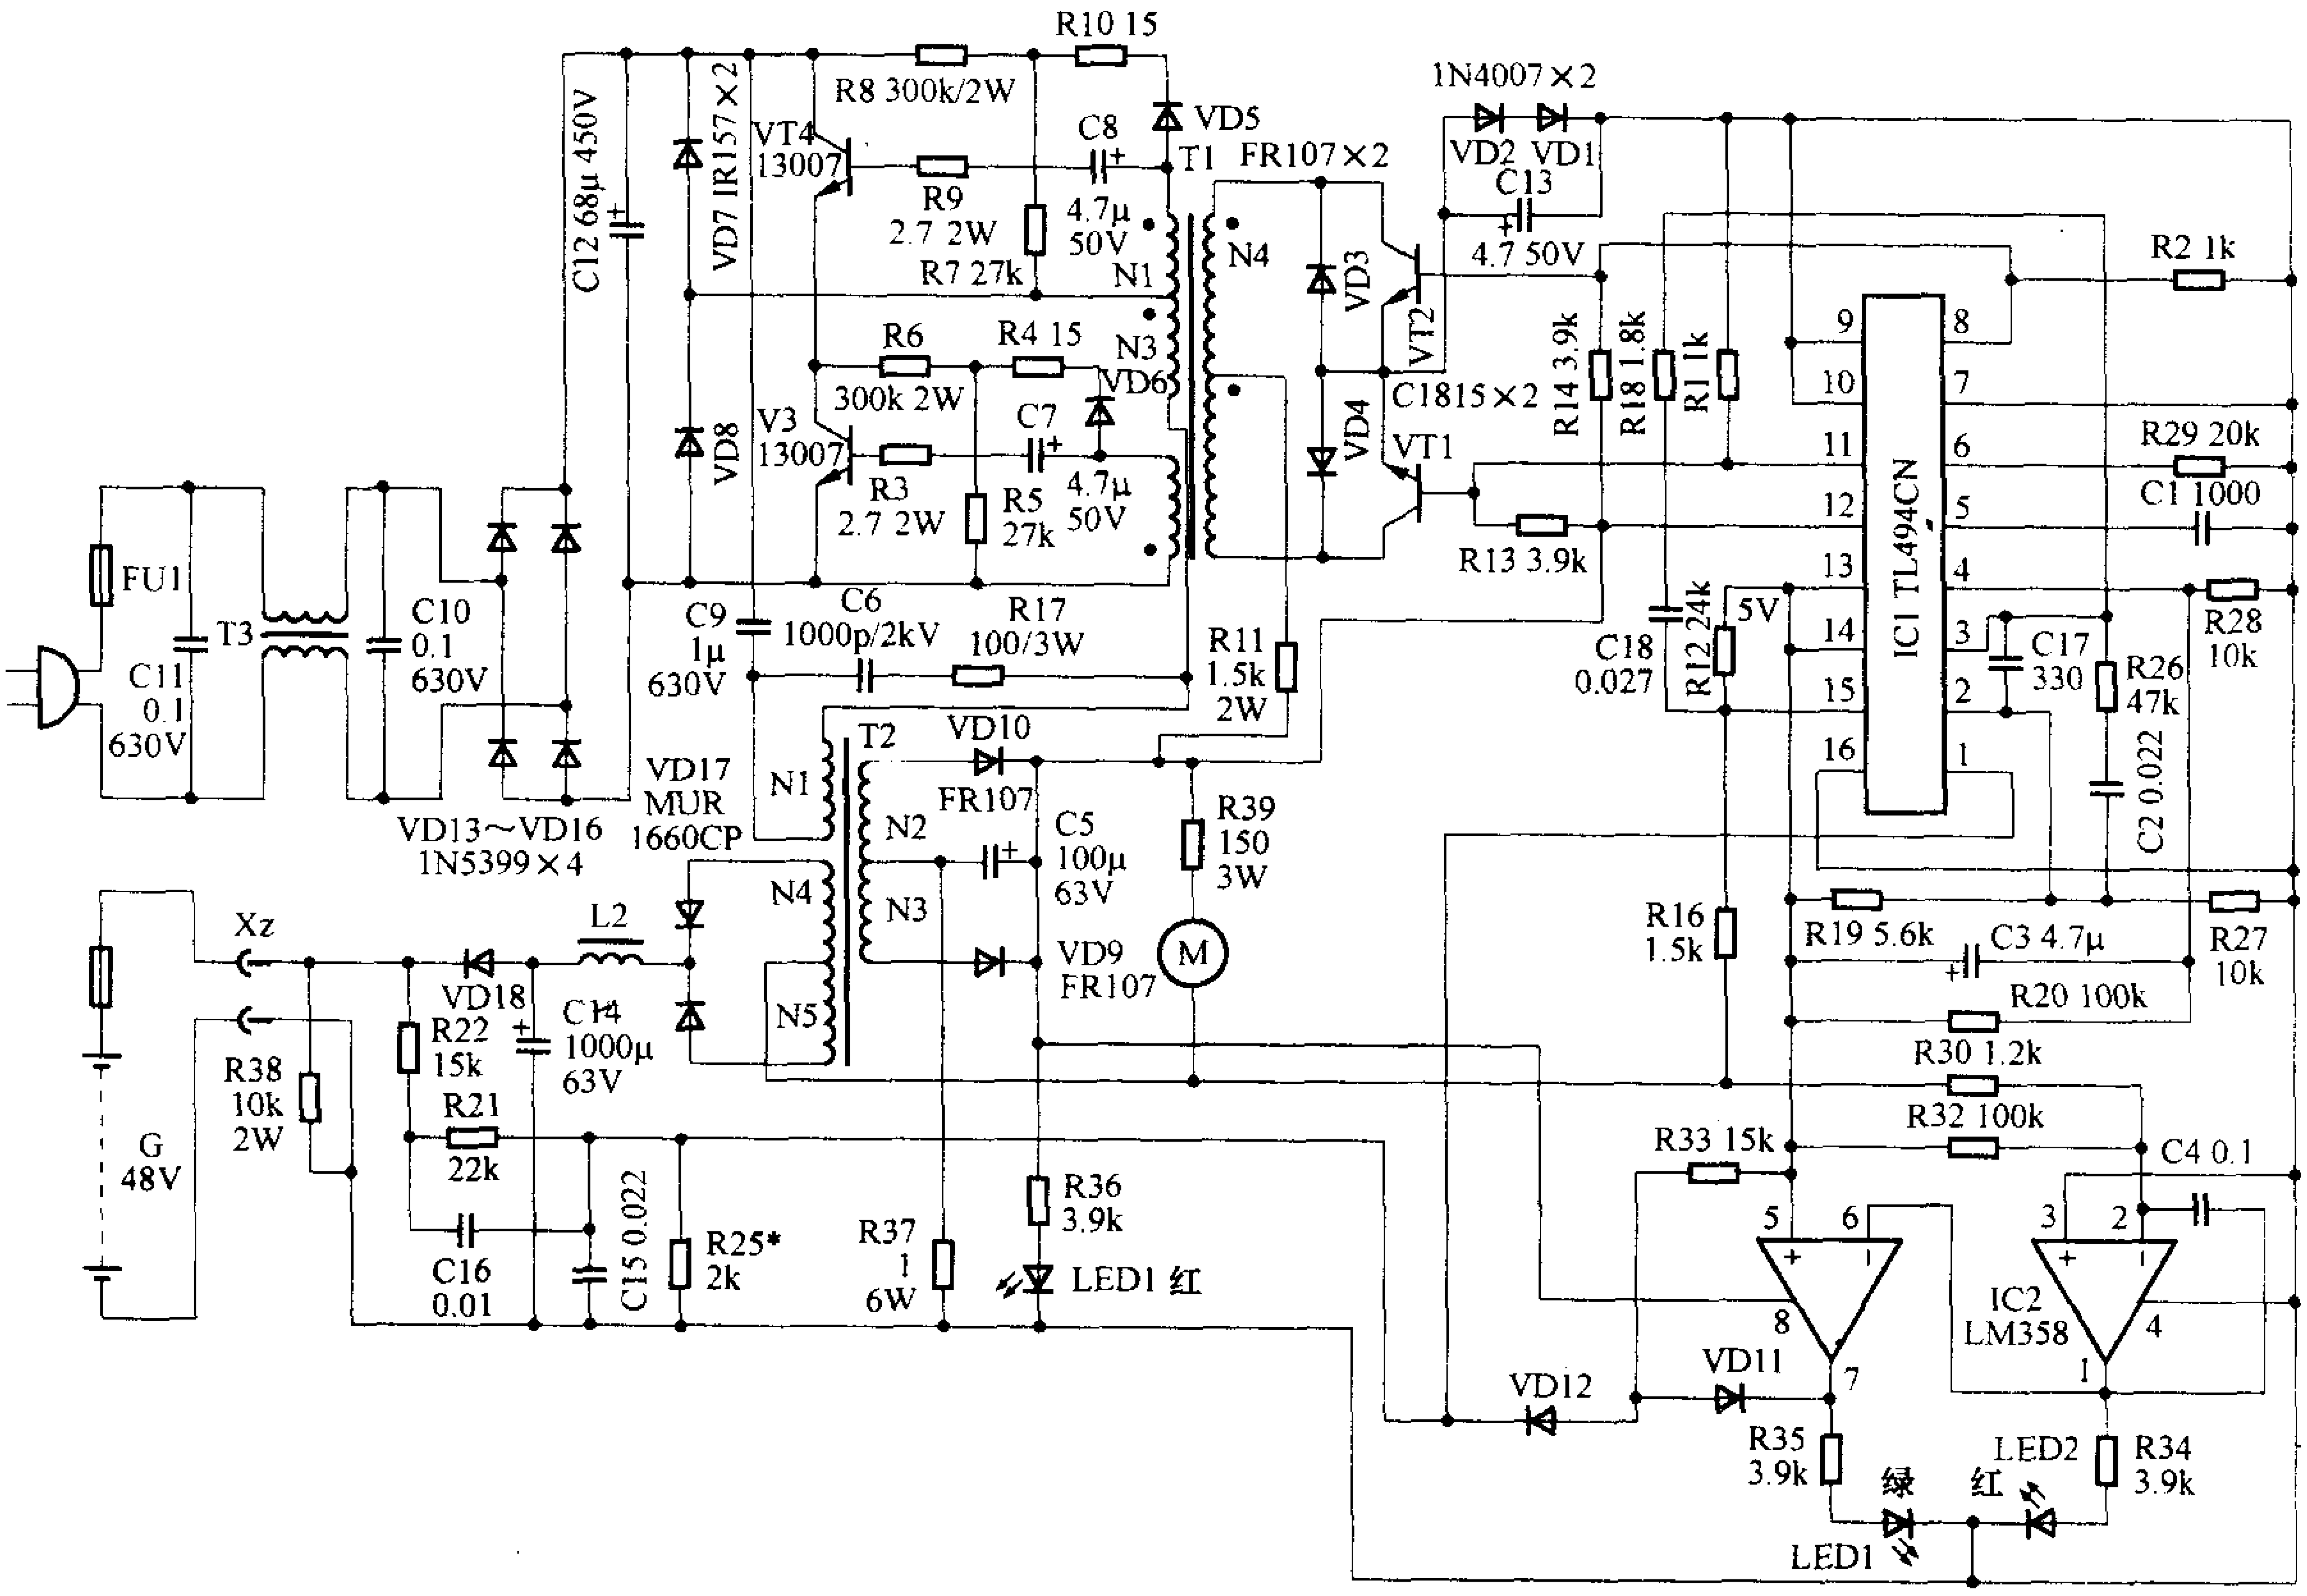

图21 电动自行车48V充电器电路
13. 电动自行车48V三阶段充电器图纸，该充电器带有散热风扇，见图21。